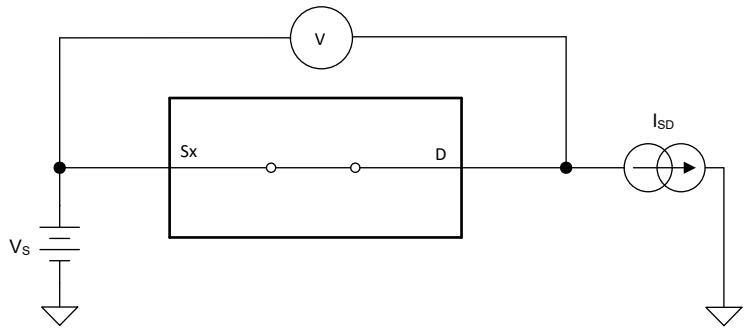

図 7. On-Resistance Measurement Setup
The on-resistance of a device is the ohmic resistance between the source (Sx) and drain (D) pins of the device. The on-resistance varies with input voltage and supply voltage. The symbol R_{ON} is used to denote on-resistance. The measurement setup used to measure R_{ON} is shown below. Voltage (V) and current (I_{SD}) are measured using this setup, and R_{ON} is computed as shown in 図 7 with $R_{ON} = V / I_{SD}$: